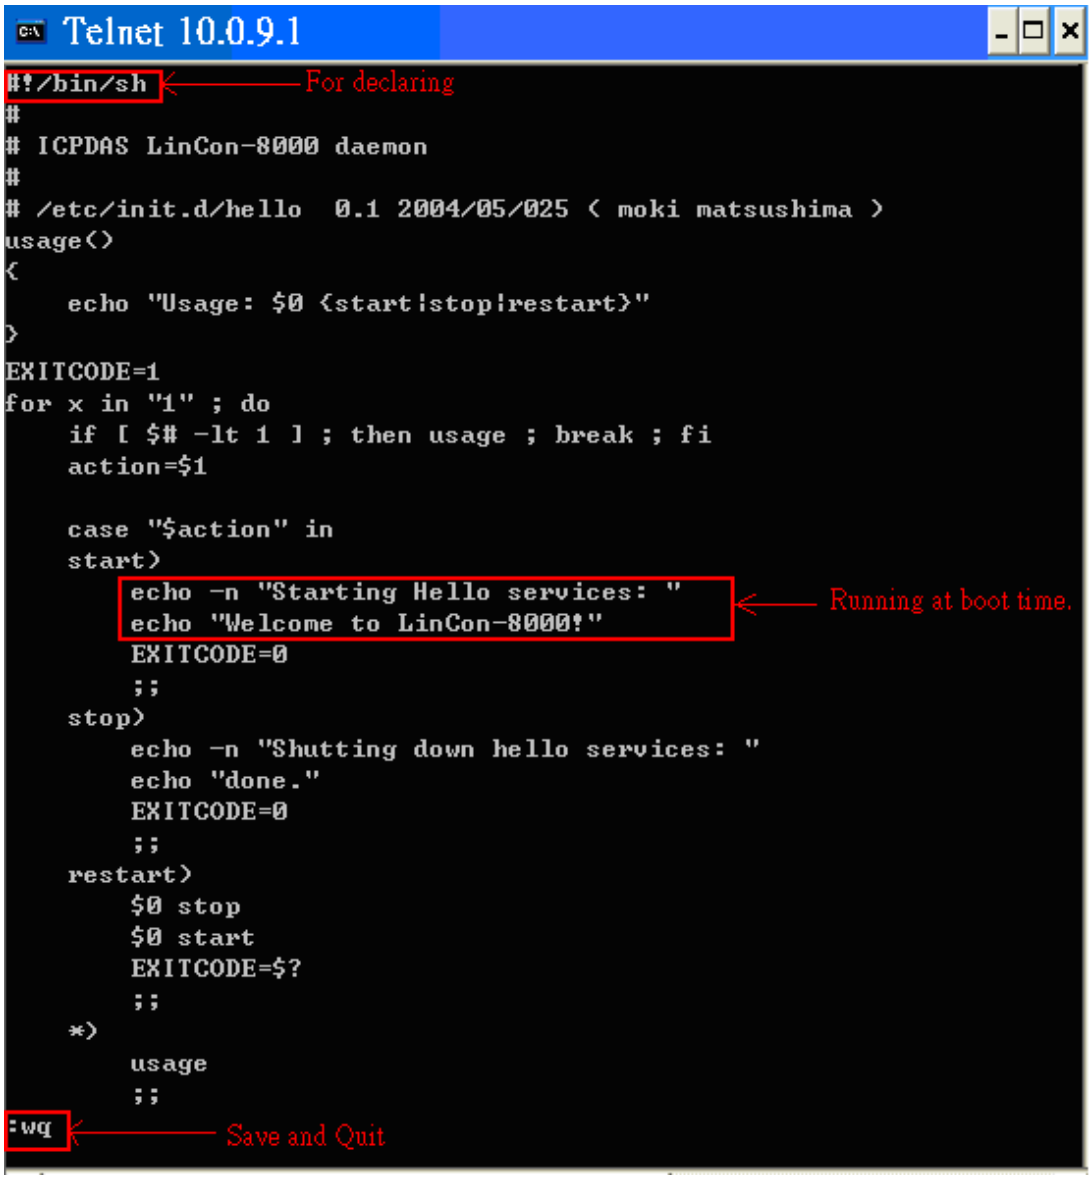

Fig. 4-9
(1) Create a script with the filename “hello” by typing “**vi /etc/init.d/hello**“. This will allow the script that executes the programs edit. Type “**:wq**“ to save the script and quit. (Refer to the Fig. 4-9)